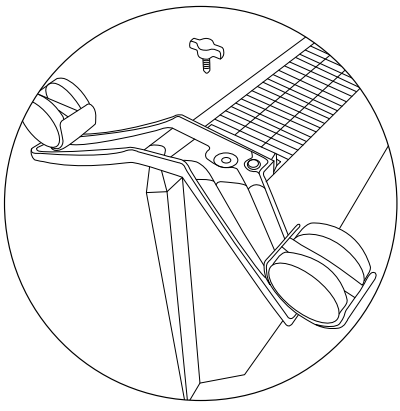

Рис. 8
- приложить планку опорной шасси к месту крепления на конвекторе так, чтобы выпуклая часть планки прилегала плотно к корпусу конвектора и находилась ближе к его задней стенке, винтовое отверстие должно совпадать (*рис. 8*);